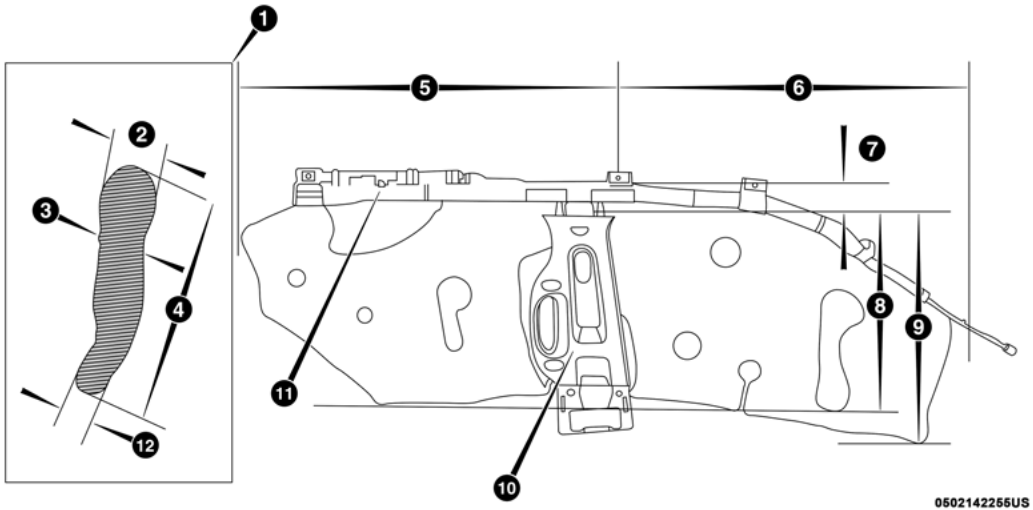

Figure 5 - Crew Cab Supplemental Side Air Bag Inflatable Curtain Air Bag Deployment Zone depicts the following:
3. Supplemental Side Air Bag Inflatable Curtain (SABIC) Deployment Zone (Figure 5)